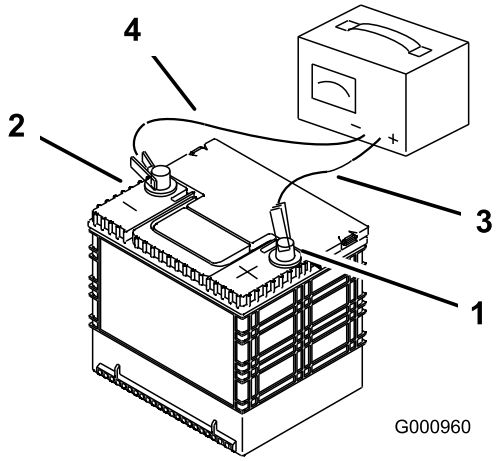

Figur 60
2. När batteriet är fulladdat ska laddaren kopplas bort från eluttaget först, och sedan ska laddningskablarna lossas från batteripolerna (Figur 60).